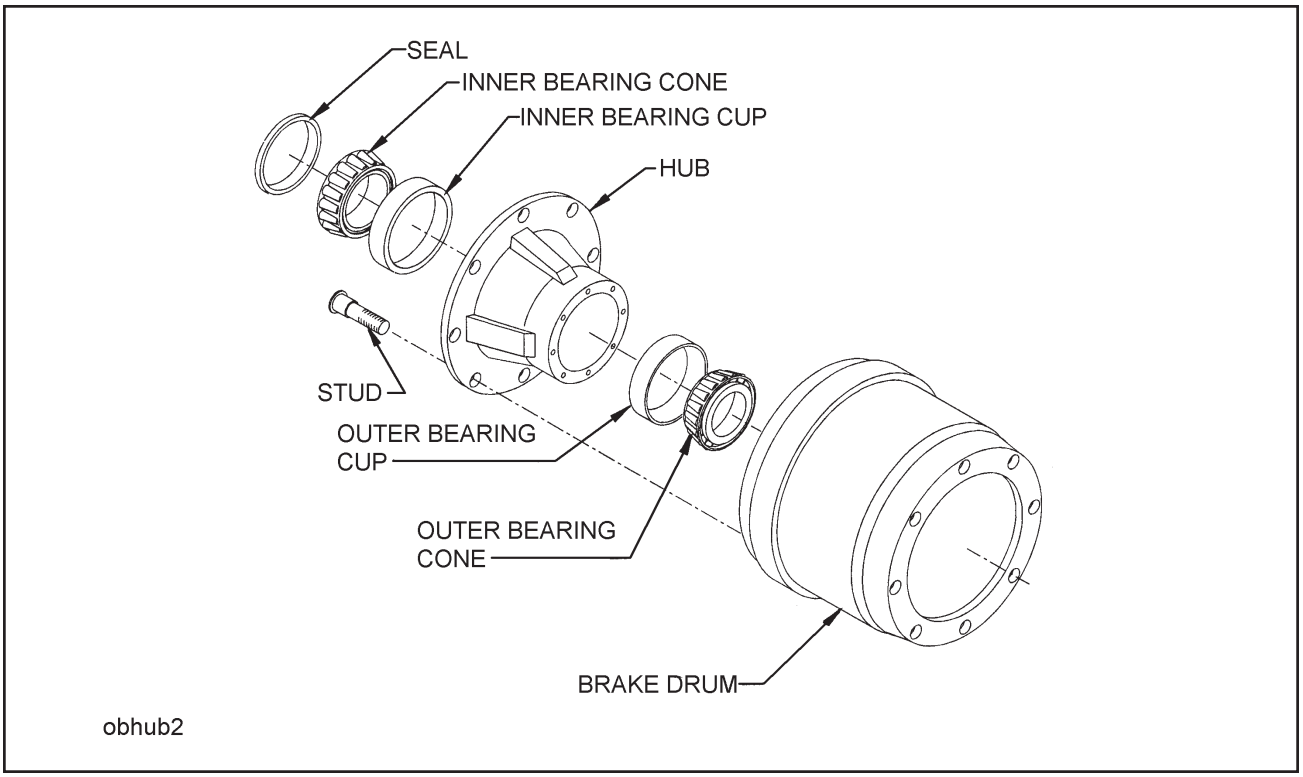

Figure 4-15 Outboard Mount Hub and Drum
4-9.5 Replace the hub and drum as follows **(See Figure 4-15):**
- **a.** Remove the brake drum **(See Figure 4-15).** It may be necessary to release the slack adjuster.